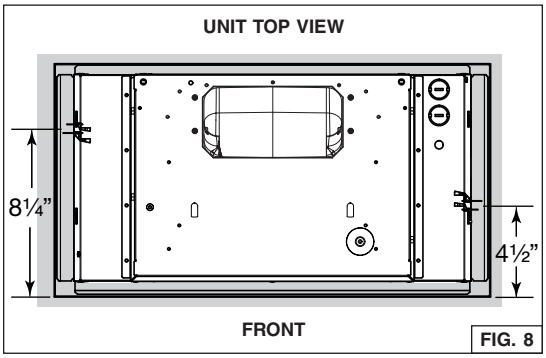
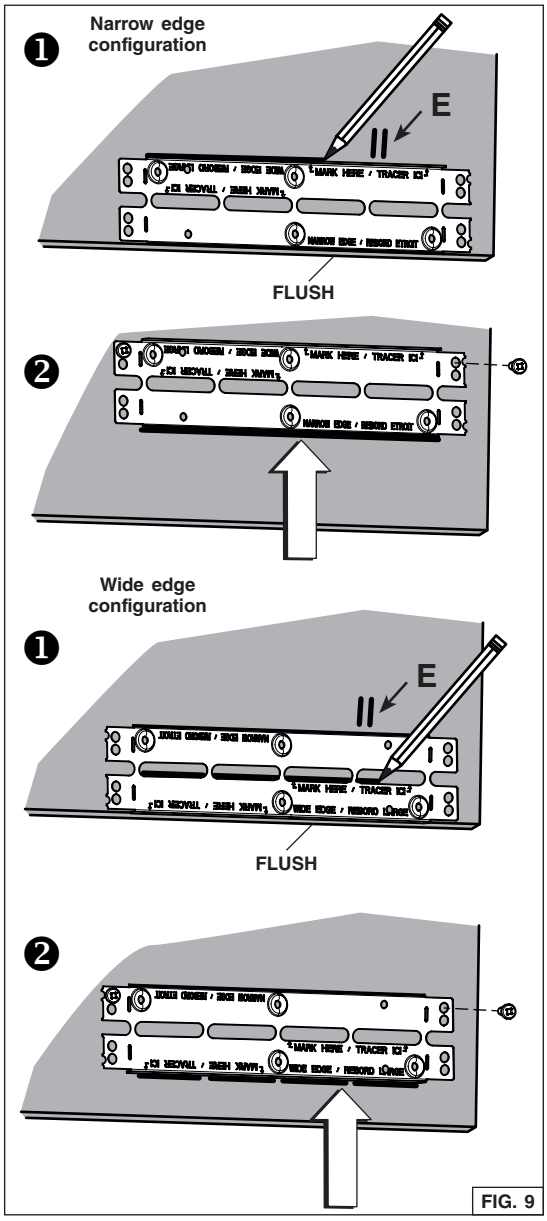

FIG. 8
FIG. 9
4. Pay attention to the Ease of Install hooks location on the unit (distance given from unit front flange, FIG. 8). Measure and mark the position of the Ease of Install hooks (shown as **E** in FIG. 9 on next page) on both cabinet side walls.
5. Install the cabinet brackets as follow (FIG. 9):
- ❶ Align the bracket flush with the bottom of the right cabinet side panel, with the hooks marked position (**E**) between the bottom embossed holes. For the narrow edge configuration, trace a line on the top of the bracket. For wide edge configuration, trace a line at the bottom of the central slots.
- ❷ Lift the bracket flush with the marked lined. Assemble the bracket to the cabinet side panel using 2 no. 8 x 5/8" wood screws (included in parts bag) through the upper holes.